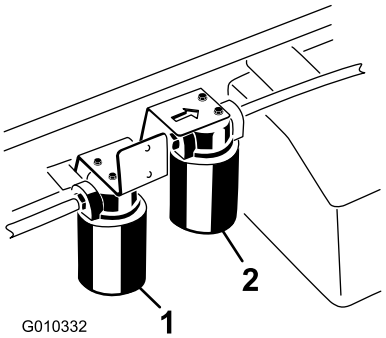

**Figur 74**
3. Plasser et tappefat under filteret, og ta ut filteret (Figur 74).
1. Rengjør området rundt der filteret for høy strømning skal festes (Figur 74).